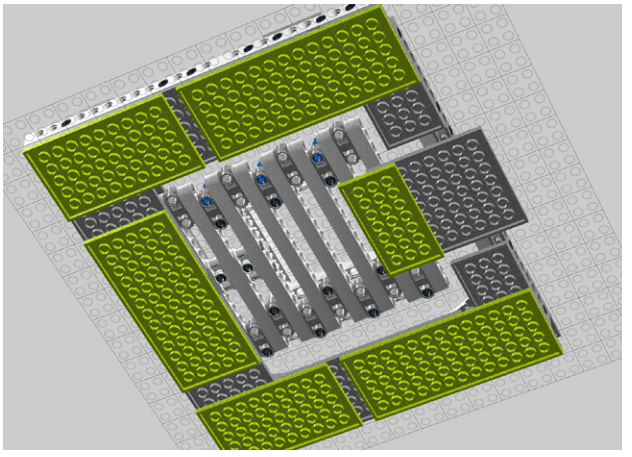

Figure 8-38. *Step 33: Adding more plates*
33. Add another layer of plates as shown in Figure 8-38. The body is starting to come together!